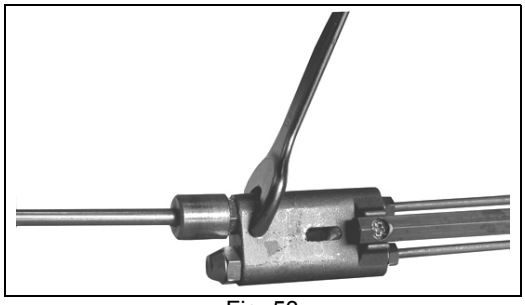

Fig. 53
- Destornillar las toberas con el auxilio de dos llaves (de 16 y 24 mm) - Fig. 53.